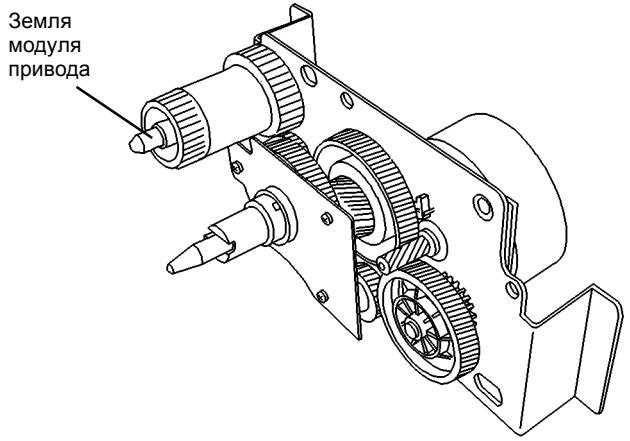

Рисунок 11 Штырь заземления модуля привода
c. Почистите штырь заземления модуля привода (Рисунок 11) и установите модуль привода на место.